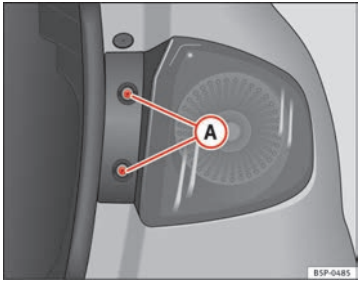

Fig. 196 Side lights and brake lights
– Remove the bolts ⇒ Fig. 196 (A).